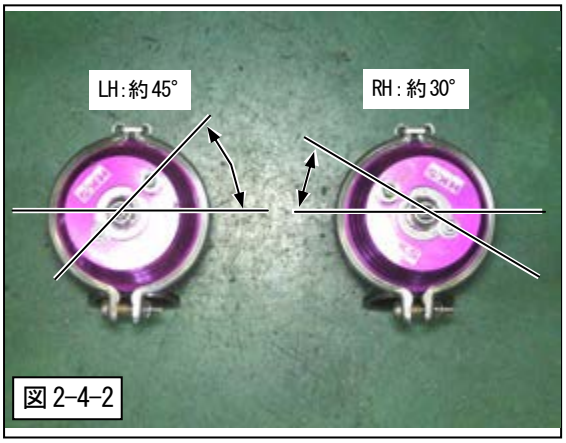

図 2-4-2
(2) アッパーケース位置を変更してください。(図 2-4-2)